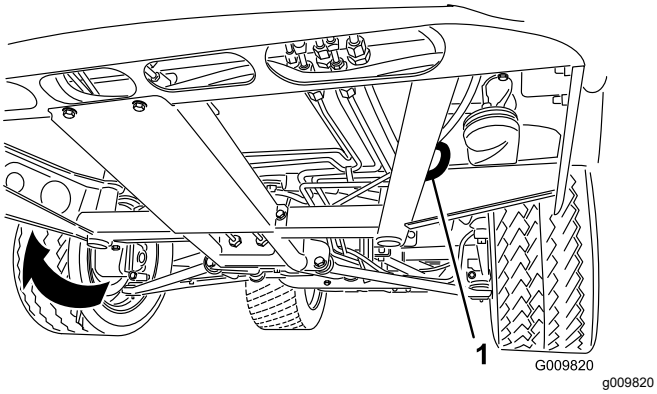
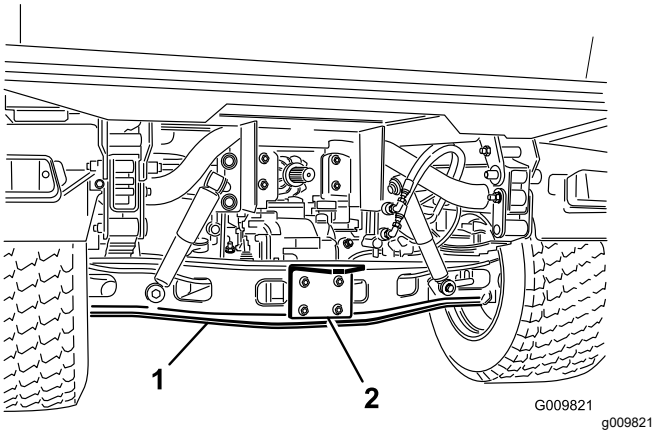

**Figura 17**
**Figura 18**
Consulte en Figura 17 y Figura 18 la ubicación de los puntos de amarre de la máquina.
1. Conecte un cable de remolque al punto de remolque, en la parte delantera del bastidor de la máquina (Figura 17).